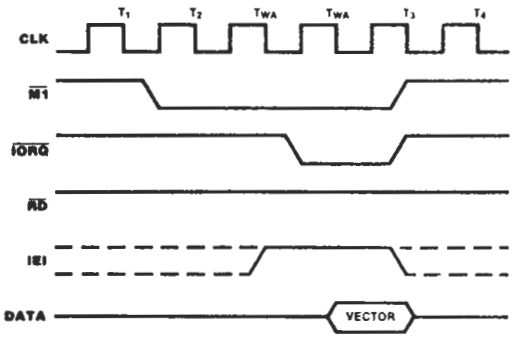

Figure 14. Interrupt Acknowledge Timing
**Interrupt Acknowledge Timing.** Figure 14 shows interrupt acknowledge timing. After an interrupt request, the Z-80 CPU sends an interrupt acknowledge ($\overline{M1}$ and $\overline{IORQ}$). All channels are inhibited from changing their interrupt request status when $\overline{M1}$ is active—about two clock cycles earlier than $\overline{IORQ}$. $\overline{RD}$ is High to distinguish this cycle from an instruction fetch.